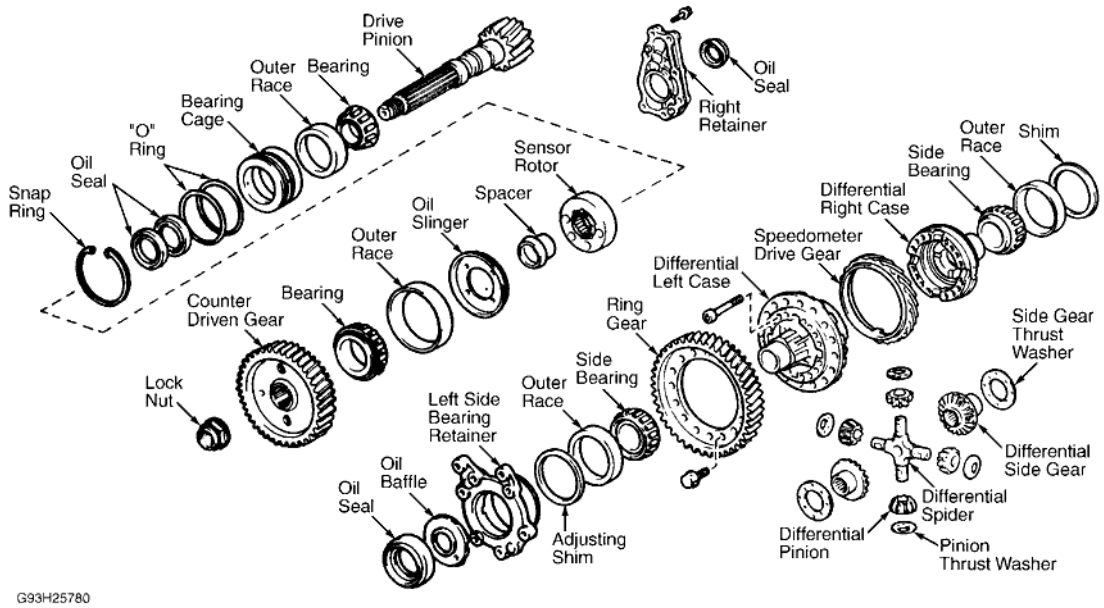

Fig. 56: Exploded View Of Differential Assembly (A-540E)
3. Remove differential side gears, side thrust washers, differential spider, differential pinions and pinion washers from differential left case. See **Fig. 56** .